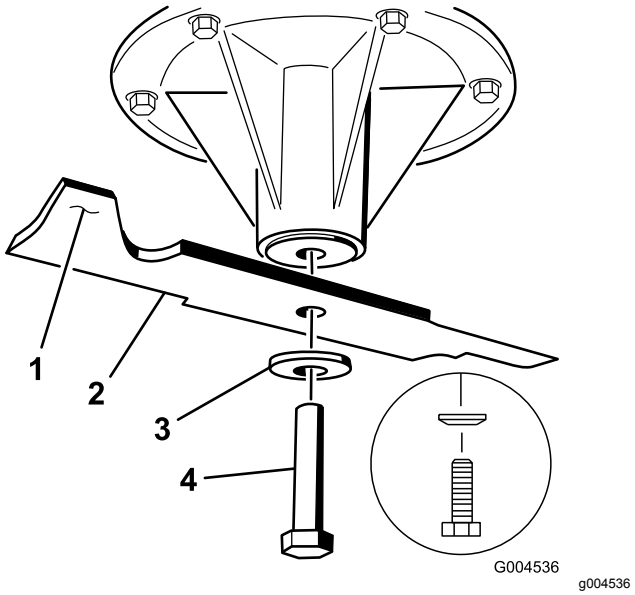

図 83
2. スピンドルのシャフトからブレードボルト、湾曲ワッシャ、ブレードを取り外す図 83。
3. もし傾くようなら、重い方の裏面を少し削って調整する図 83。